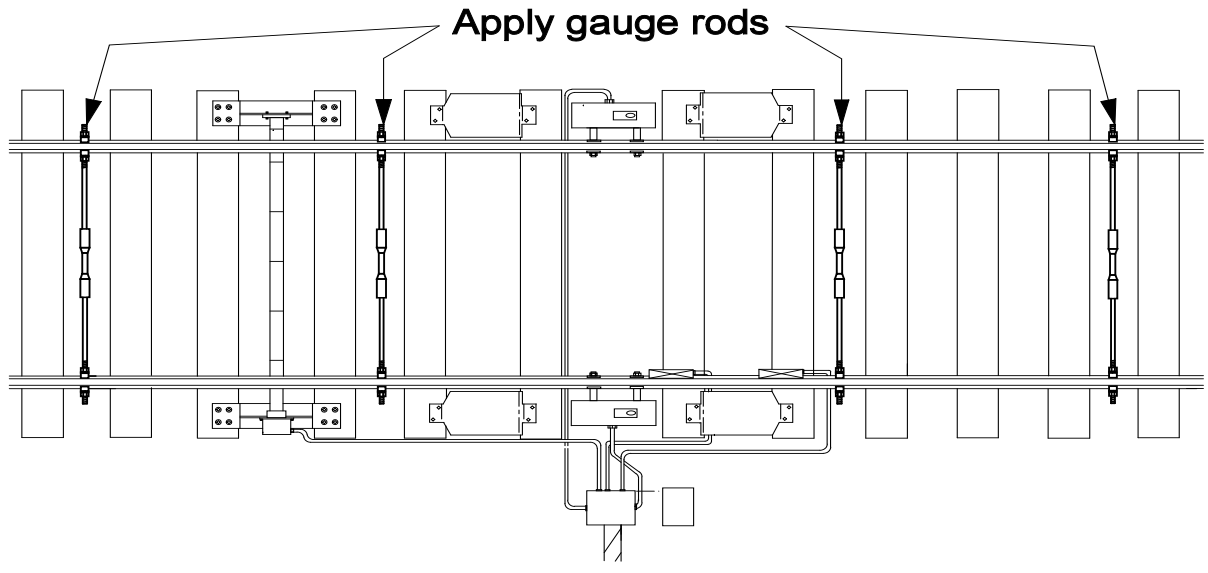

Figure 2-J
NOTE: If tie plates are severely cut into ties causing reverse canting, do not use gage rods. Gage rods will only increase gage measurement under car loadings. Refer to Figure 2-J
5. Install insulated gage rods in wood tie track at hot box detectors. See Figure 2-J.